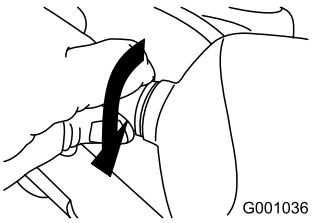

Figur 57
5. Vrid lampsockeln medsols tills den är ordentligt åtdragen (Figur 57).